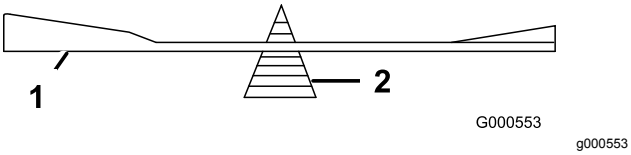

Figur 62
2. Kontroller knivens balance ved at placere den på en afbalanceringsenhed (Figur 62).